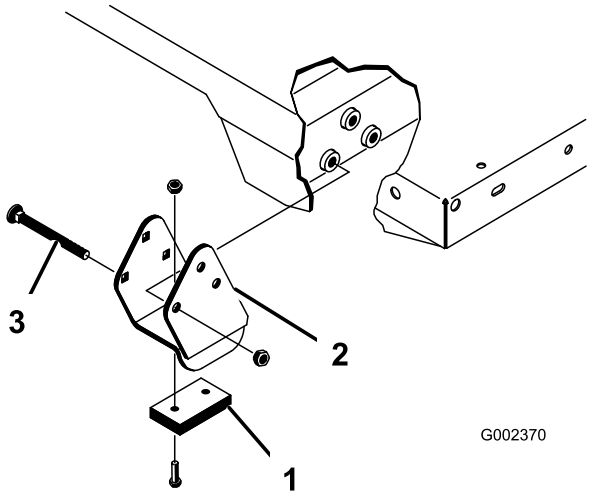

Figur 35
Bemærk: Sørg for, at afstandsbøsningens beslag og slidblokkene (Figur 35) er monteret med bræddeboltenes hoveder placeret inden i maskinen.
2. Anbring forsigtigt ladet på maskinstellet, anbring hullerne i ladets bageste drejeplade på linje med hullerne i den bageste stelkanal, og monter to gaffelbolte og ringstifter (Figur 35).
4. Sæt gaffelbolten på fra ladets yderside med ringstiften udad (Figur 35).